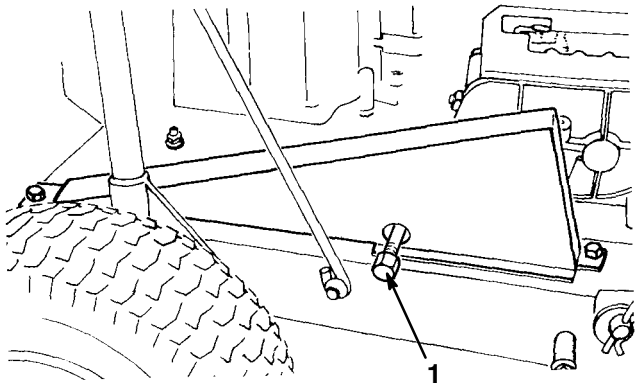

Figure 12
4. Placer un bac de vidange sous l'ouverture de vidange (Fig. 12). Retirer le bouchon de vidange et laisser toute l'huile s'écouler dans le bac.